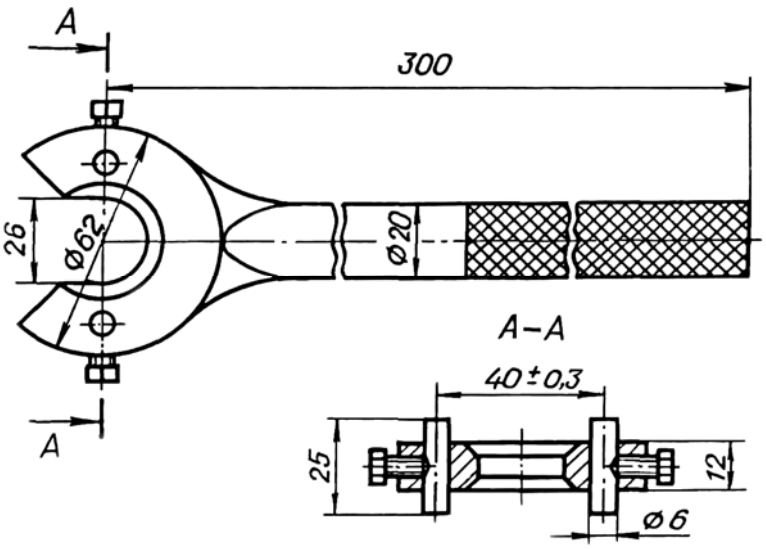

Рис. 66. Специальный ключ
4. Совместите отверстия в цилиндре 41 и крышке 25 и с помощью специального ключа (рис.66) втяните кольцевой штифт 26 в выточку цилиндра до упора.